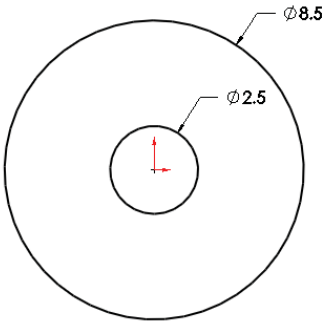

Figure 2-27 *Sketch after applying the diameter dimensions*
11. Similarly, apply the diameter dimension to the outer circle and modify it to 8.5 units, as shown in Figure 2-27.